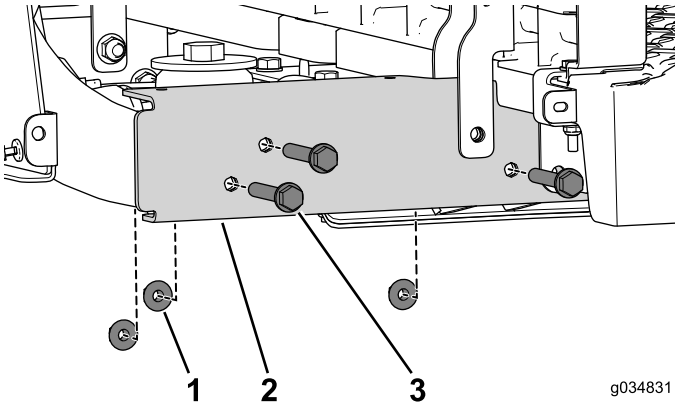

Figur 17
4. Fjern de tre flangebolte (3/8 x 2-1/2 tomme) og møtrikker (Figur 17). Gør dette på begge sider af maskinen.